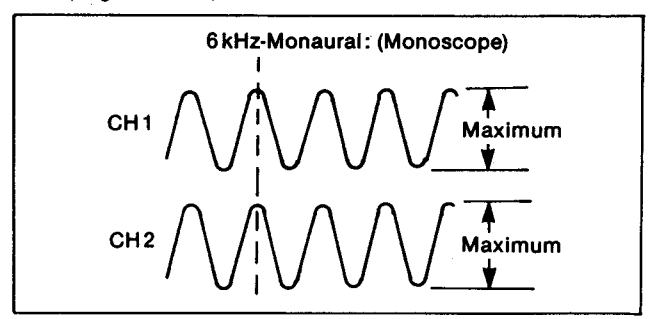

Figure M19 Adjustment of A/C Head Height and Azimuth-(3)
4. Then adjsut the nut (A) so that the CH2 envelope becomes maximum.
5. Readjust the screw (B) so that the phases of the both channel are matched as shown below. (Figure M19)